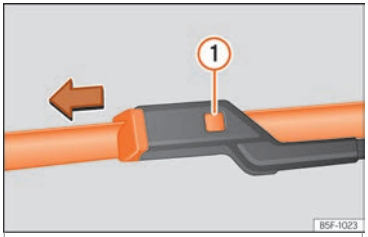

Fig. 63 Changing the front wiper blades
- Hold down the release button ››› Fig. 63 (1) while gently pulling the blade in the direction of the arrow.